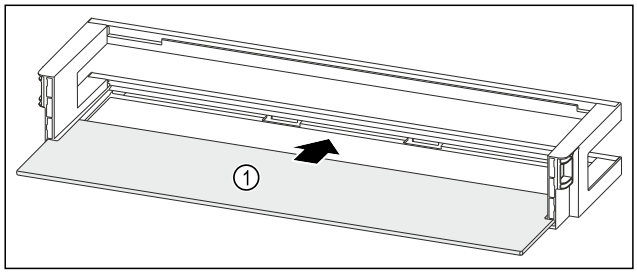

Fig. 134 Door rack with shelf
- ▶ Push the shelf *Fig. 134 (1)* into the side recesses.